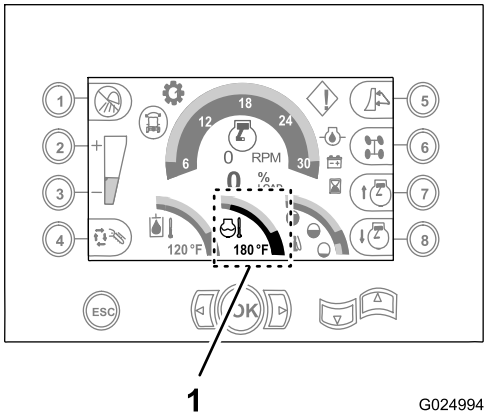

Рисунок 102
C. Дайте двигателю поработать в течение 5 минут или пока индикатор температуры охлаждающей жидкости на дисплее центра управления не покажет 82°C, затем заглушите двигатель (Рисунок 102).